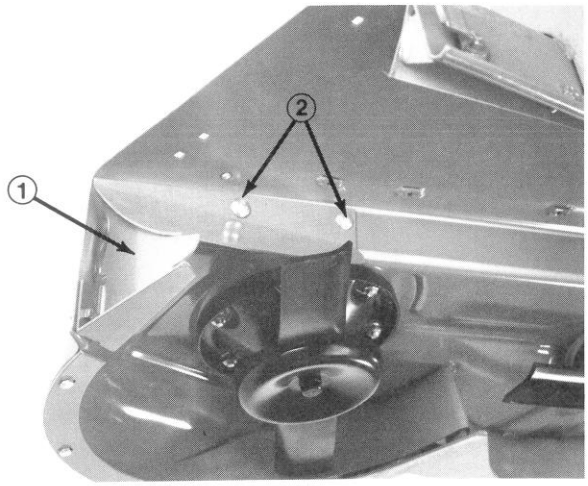

Figure 6
5. Align rear baffle with corner of discharge opening as shown in Fig. 6.